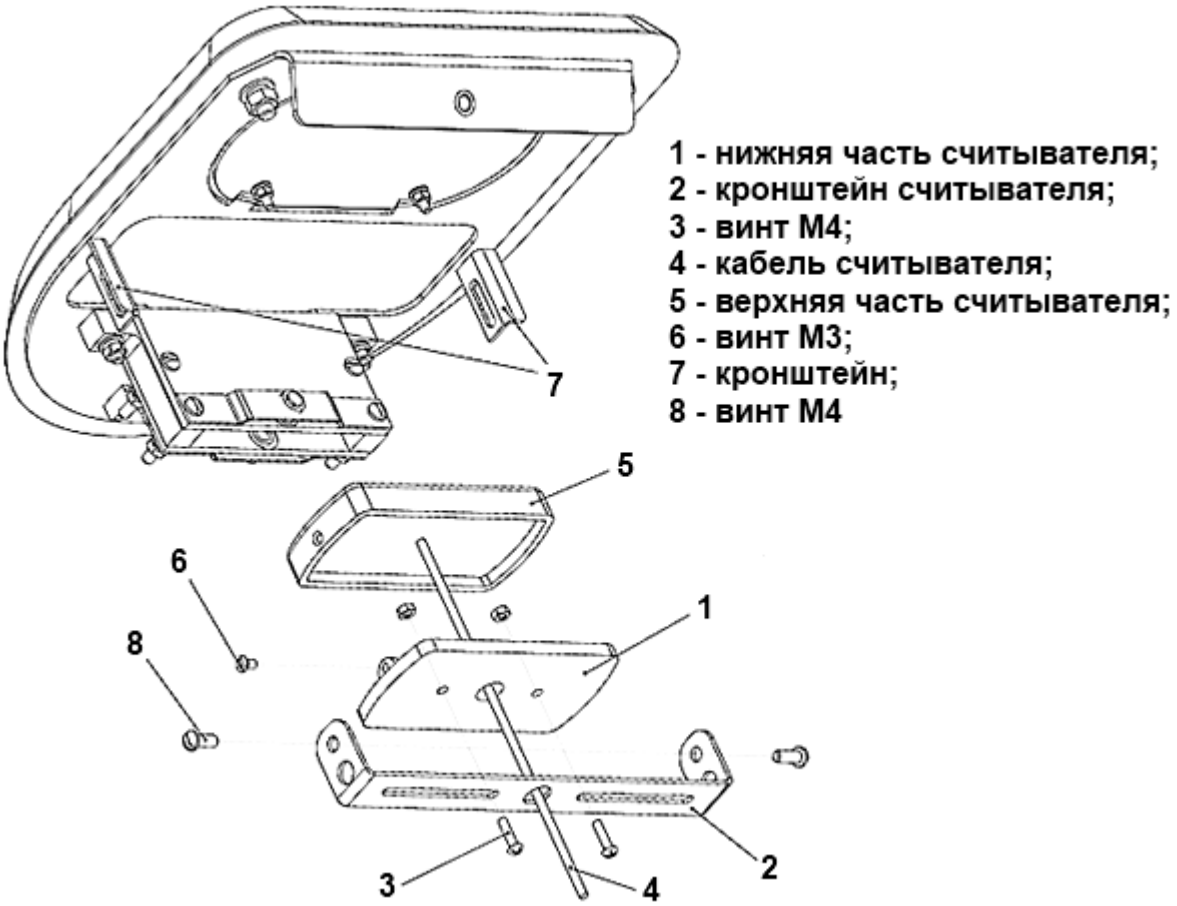

Рисунок 14 – Схема установки считывателя бесконтактных карт
5.7.3 Выкрутить 2 винта М4 (Рисунок 14 – 8) и снять универсальный кронштейн для считывателей (Рисунок 14 – 2).
5.7.4 Разобрать считыватель, выкрутив винт М3 (Рисунок 14 – 6), и установить его нижнюю часть (Рисунок 14 – 1) на кронштейн, используя крепеж два винта М4 с гайкой, гроверной шайбой и шайбой (Рисунок 14 – 3).
5.7.5 Завести кабель считывателя (Рисунок 14 – 4) в отверстие кронштейна, установить верхнюю часть считывателя (Рисунок 14 – 5). Закрутить винт М3 Рисунок 14 – 6).
5.7.6 Зафиксировать кронштейн на держателях (Рисунок 14 – 7) используя винты М4 (Рисунок 14 – 8).